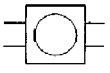

Fig. 1: A/C Charging Sight Glass Symptoms
3) Observe the sight glass and compare to the possible results as shown in Fig. 1.